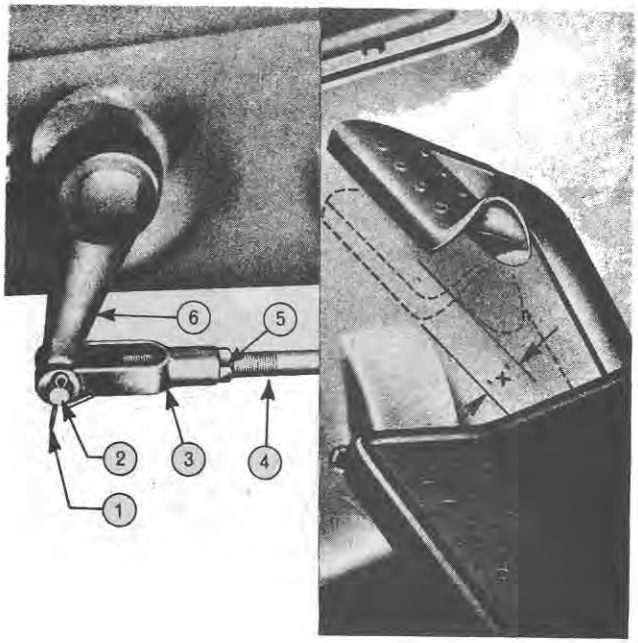

Figure 15
The only routine adjustment required is to check and, where necessary, adjust the clutch pedal free travel every 50 operating hours. The exact amount of free travel is listed under "SPECIFICATIONS", Chapter 4, and it should be noted that it varies in accordance with the model concerned and whether a previous or a current type clutch is incorporated. Clutch pedal free travel is the amount of movement from the fully released position of the pedal to the point where resistance is just felt – dimension "X", Figure 15.
1. Remove the split pin, Figure 15, loosen the locknut and then remove the clevis pin.
3. Re-connect the clevis to the clutch cross-shaft lever, Figure 15, and check the pedal free travel. Repeat the adjustment as necessary until the correct free travel is obtained then tighten the locknut and install a new split pin to retain the clevis pin.